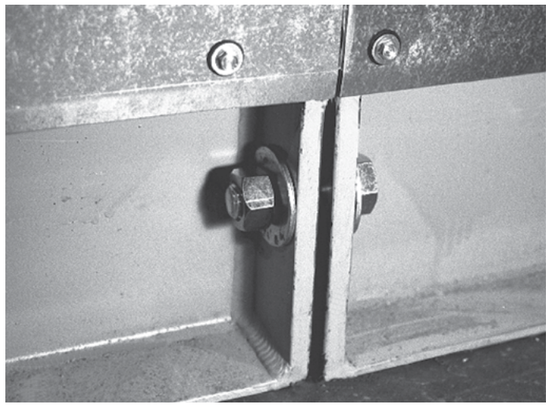

FIGURE 7. Field joint located on base. Use only these bolts to pull the modules together!
8) Insert bolts that join the first two modules in the unit base and tighten. The large bolts in the unit base may be used to help pull the two modules against each other. Do not use any of the internal field joints to pull the units together. (See **FIGURE 7**).